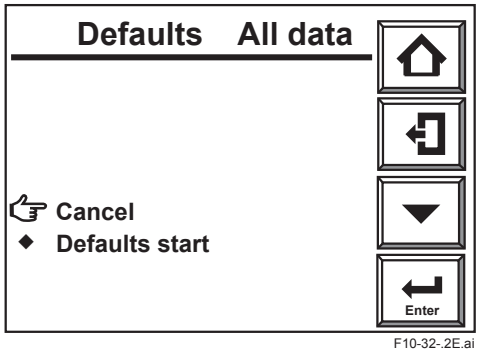

Figure 10.32.2 "Initialize All Data" Start Display
3) Select the desired item to be initialized then a display like Figure 10.32.2 appears.
4) When initialization completes then you are returned to a display like Figure 10.32.2.